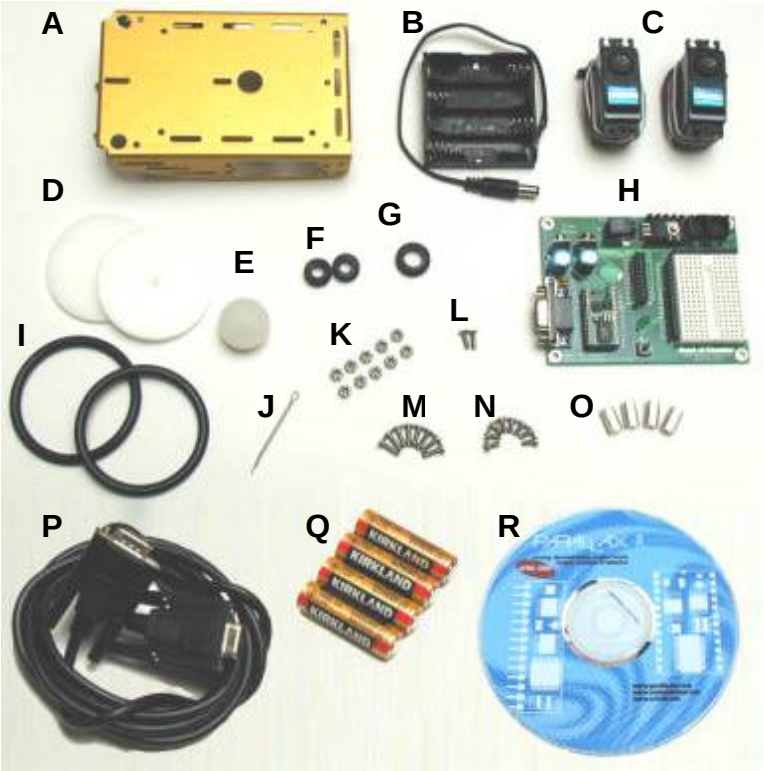

Figure 1.2: Chapter #1 parts.
- Gather the parts shown in Figure 1.2 and set them aside for use as you go through the rest of the activities in this chapter.